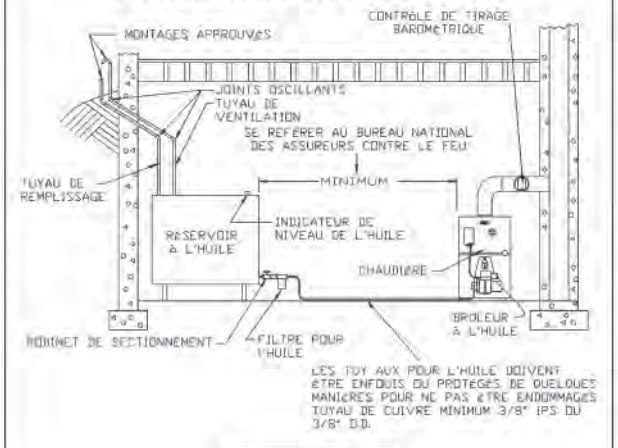

FIGURE 13
Un filtre pour tuyau à l'huile et un robinet de sectionnement doivent être installés dans le tuyau de succion. Des robinets de sectionnement doivent être installés dans les deux tuyaux, de succion et de retour au brûleur pour plus de commodité quand vient le temps de faire l'entretien du brûleur.Allouer du tuyau d'extra au brûleur, de manière que le brûleur puisse être enlevé de la chaudière pour le nettoyage sans avoir besoin de découpler le tuyau. (Voir les figures 13 & 14, ci-dessous).Un tuyau flexible pour l'huile est facultatif et disponible.
3. Enlever les trois (3) écrous de ½" de la bride du brûleur.
4. Fermer le robinet de l'huile.Voir les figures 13 et 14 de la page 10.
2. Ouvrir le robinet de l'huile. Voir les figures 13 et 14 à la page 10.
3. Remettre et serrer les trois (3) écrous de ½" sur la bride du brûleur.